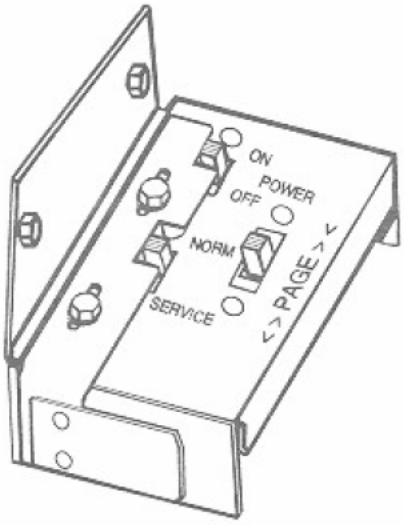

Figure 2-4. Service Switch
7. Repeat Steps 4 and 5 until all titles are installed. Use the PAGE switch *(Figure 2-4)* to change title pages. Insert filler title strips to fill out any unused space left on a page. Insert these in the same way that you installed the fill-in title strips.
2. Move the SERVICE switch to the SERVICE position (Refer to *Figure 2-4*).
2. Move the SERVICE switch to the SERVICE position *(Refer to Figure 2-4).*